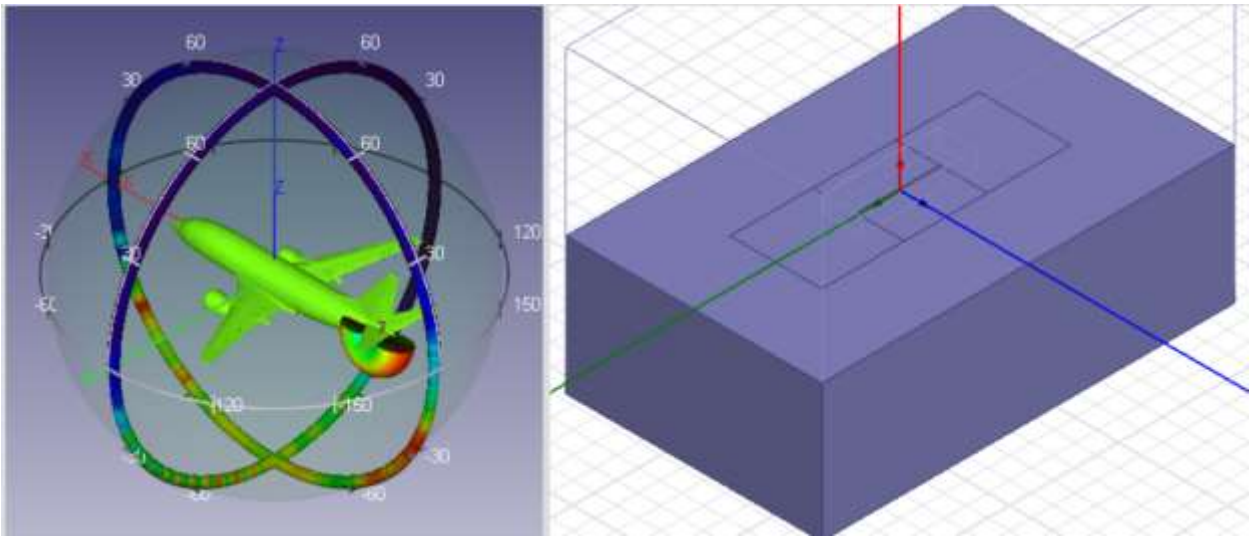

Рис. 12.1. Самолет, в хвосте которого устанавливается щелевая антенна
6. Создание нового проекта ***Savant*** и включение щелевой антенны на сторону цилиндра (рис. 12.1).